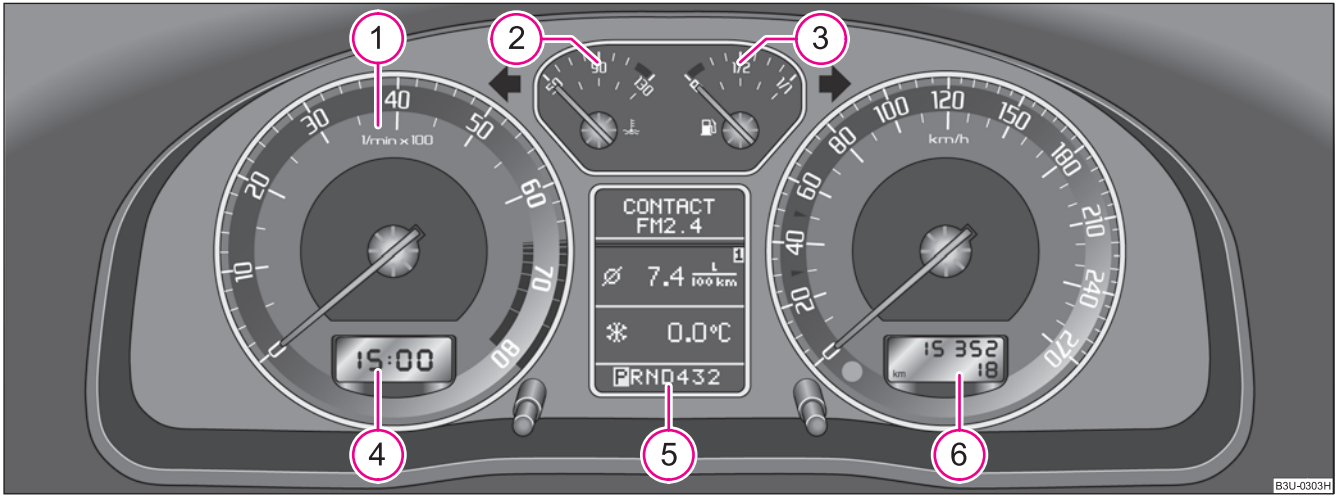

Fig. 2 Instrument cluster
The start of the red zone in the revolutions counter (1) ⇒ page 13, fig. 2 indicates the maximum permissible engine speed for all gears for an engine which has been run in and operating at a normal temperature. You should shift into the next higher gear before this red zone is reached, or move the selector lever into position **D** if your car is fitted with an automatic gearbox.
The coolant temperature gauge (2) ⇒ page 13, fig. 2 operates only when the ignition is switched on.
The fuel gauge (3) ⇒ page 13, fig. 2 only operates when the ignition is switched on.